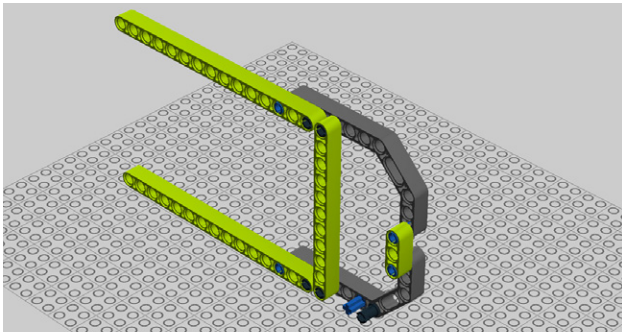

Figure 4-7. *Step 2: Adding some more beams*
2. Add two 15M beams and one 11M beam (see Figure 4-7).